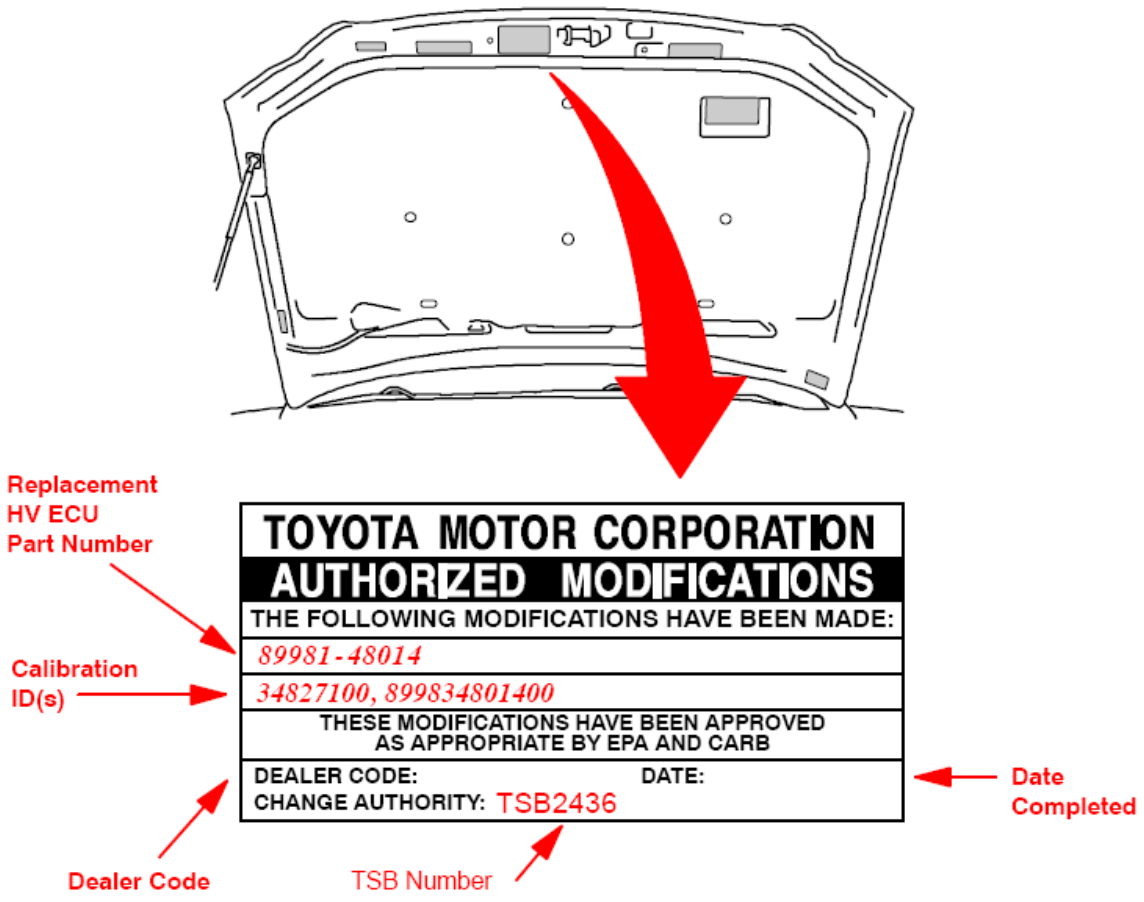

Figure 1. Location of Authorized Modifications Label on 2006 RX 400h
1. Check for the Authorized Modifications Label affixed to the vehicle in the location shown in Figure 1. Confirm if the HV ECU and ECM (PCM) calibrations have been updated. If the calibration IDs are NOT the latest calibrations — go to step 2.
B. Affix the Authorized Modifications Label to the vehicle at the location shown in Figure 1. The Authorized Modifications Label is available through the MDC, P/N 00451-00001-LBL.